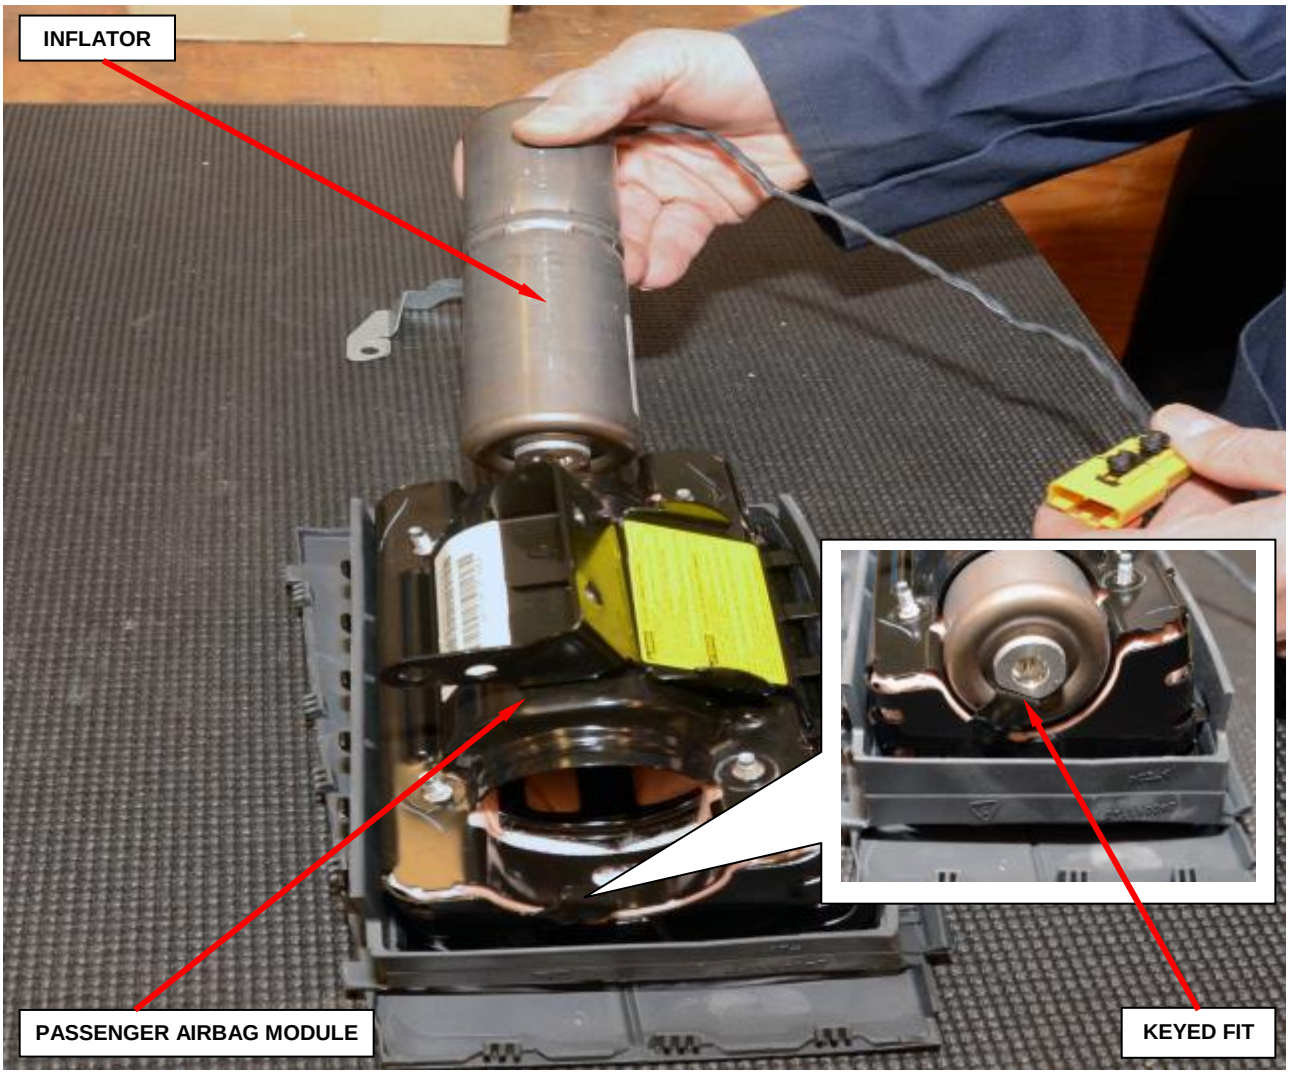

**Figure 67 – Passenger Inflator Installation**
g. Slide the new inflator into the passenger airbag module (Figure 67).
**NOTE: The inflator is keyed to fit into the housing (Figure 67).**